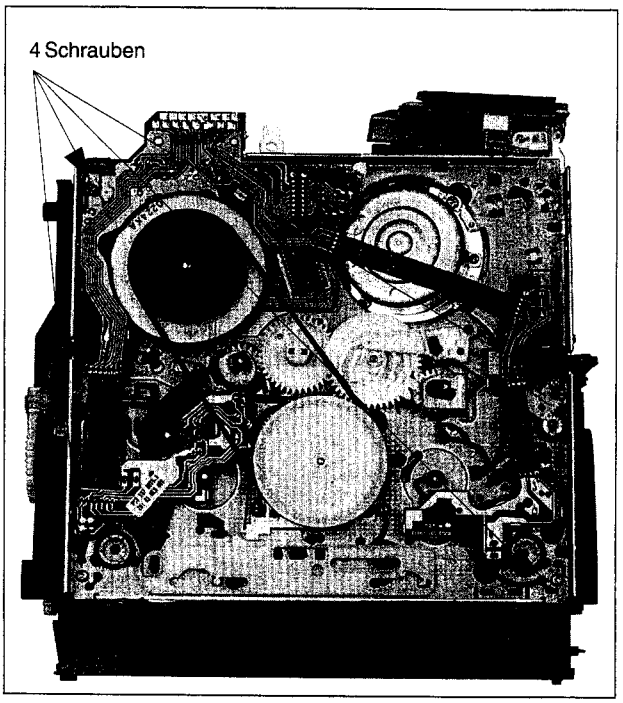

Abb. 1-15
2. Die 4 Befestigungsschrauben des Kassettenfachs an der Unterseite des Laufwerks lösen (Abb. 1-15).